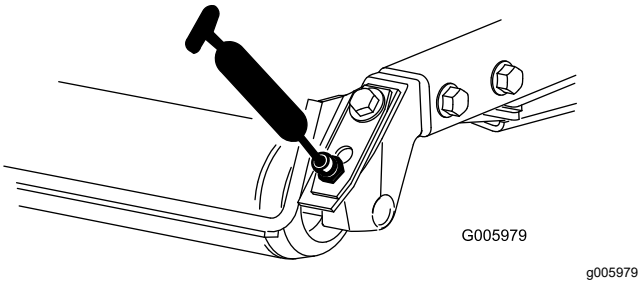

**Figuur 86**
- Lagers van achterrol (2 per maai-eenheid); zie Figuur 86